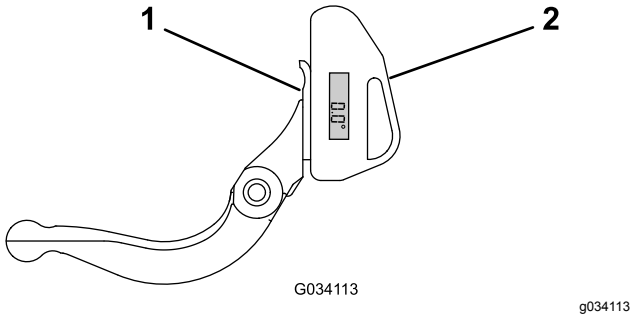

Figur 66
1. Placera vinkelindikatorn på underknivens undersida enligt Figur 66.